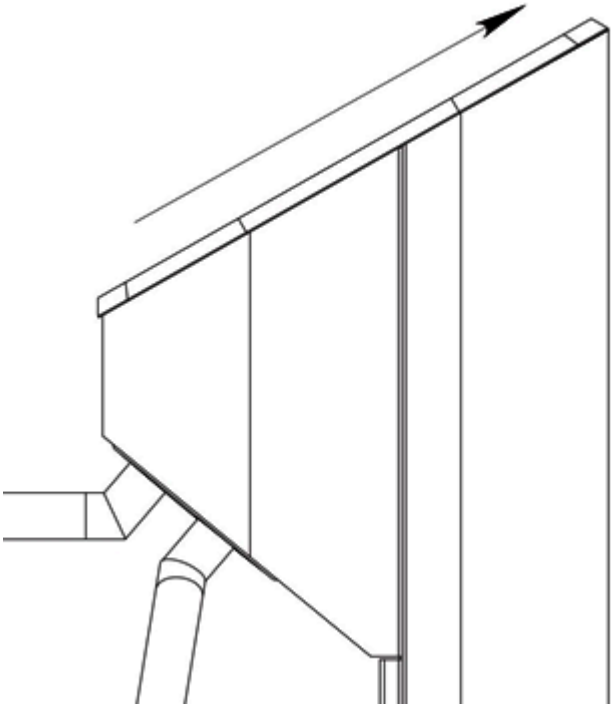

Рисунок 11 – Демонтаж панели индикации
- Рисунок 11 – сдвинуть панель индикации в указанном направлении и поднять ее вверх;